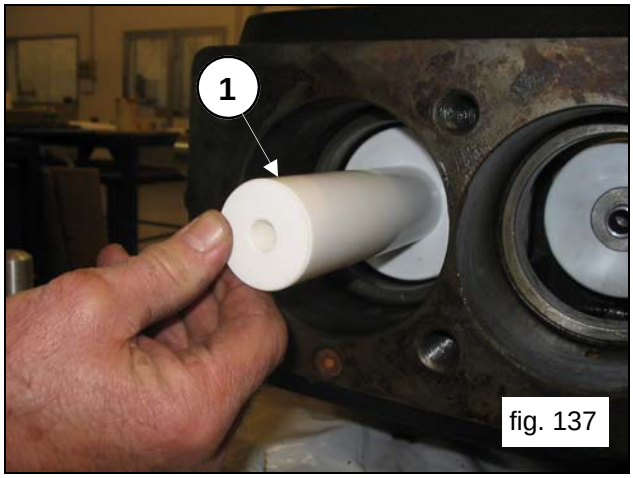
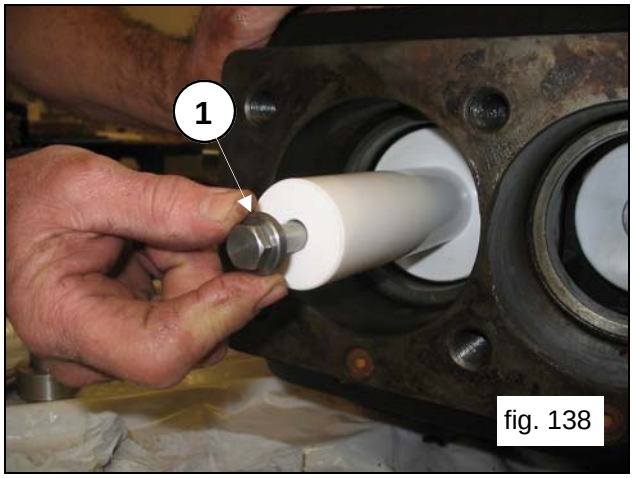

fig. 137
fig. 138
Assemble the pistons on their respective guides (pos.①, fig.137) and fasten them as in pos.①, fig.138.